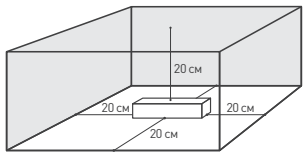

Рис. 1. Свободное пространство вокруг источника
4.3. Для естественной вентиляции обеспечьте не менее 20 см свободного пространства вокруг источника питания, как изображено на рис.1. При невозможности обеспечить свободное пространство используйте принудительную вентиляцию.